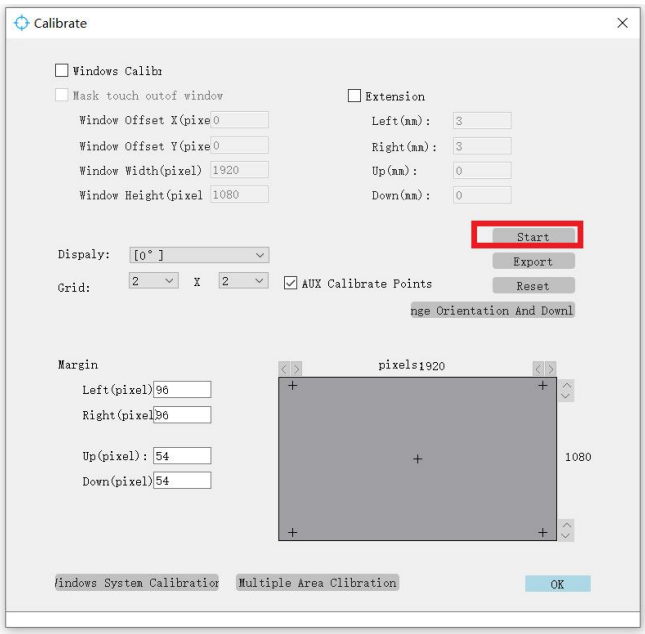
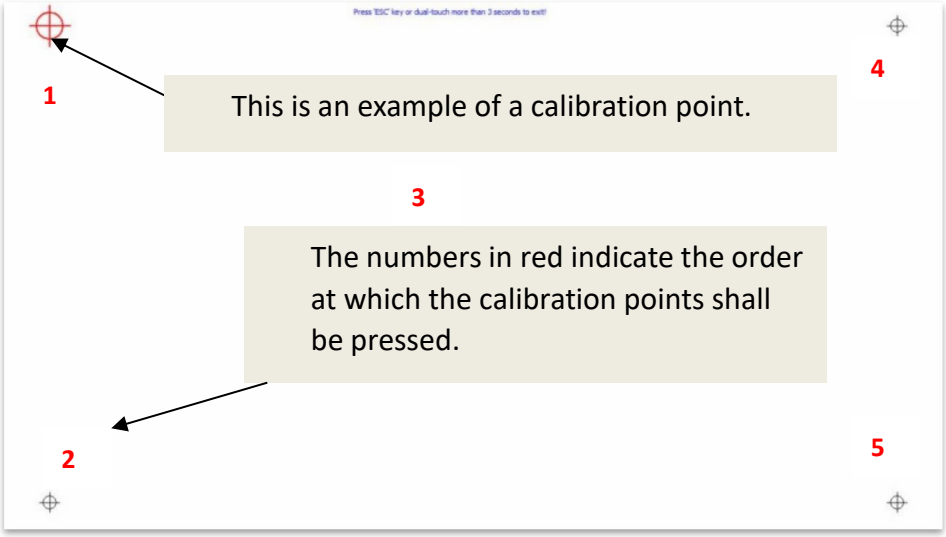

Figure 25
Figure 26 The Calibration Window
a) Please click **Start** (as shown in Figure 25) to commence calibration, the window of which is shown in Figure 26.